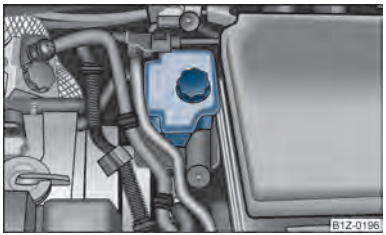

Fig. 153 Engine compartment: Brake fluid reservoir
– Inspect the brake fluid level in the reservoir ⇒ fig. 153. The level must be between the "MIN" and "MAX" markings.